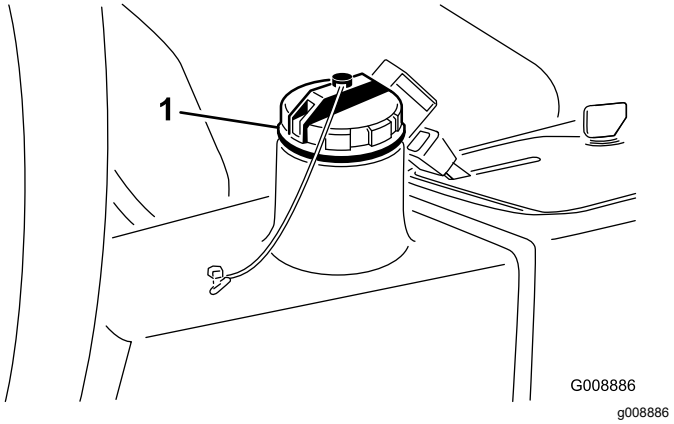

Figur 80
2. Gör rent omkring påfyllningsröret och hydraultanklocket (Figur 80).